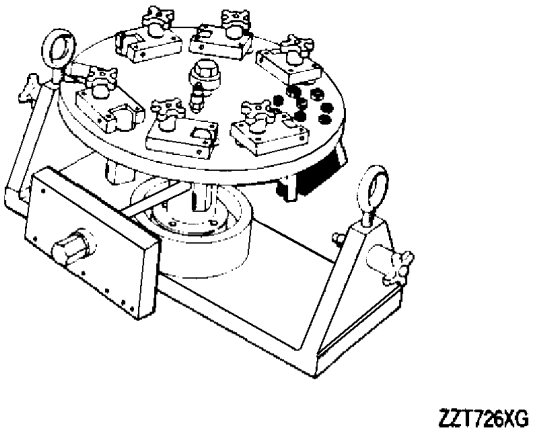
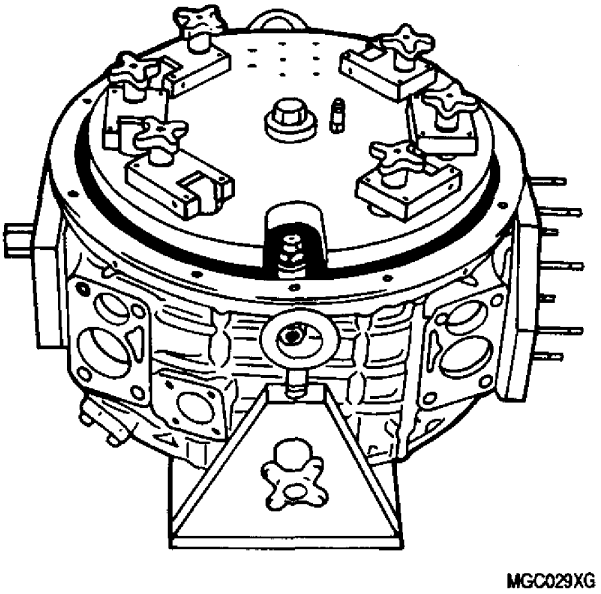

Figure 19. 6796984 Pneumatic Testing Fixture
Figure 20. Air Inlet Pneumatic Testing Fixture Installed
a. Attach 6796984 pneumatic testing fixture (figure 19) to inlet housing (figure 20). Pressure test air passages at 60 psi using air or nitrogen. Hold test pressure for at least five minutes. Leakage is allowed around the two flanged bushings, not to exceed 1 psi per minute. No other leakage is allowed.